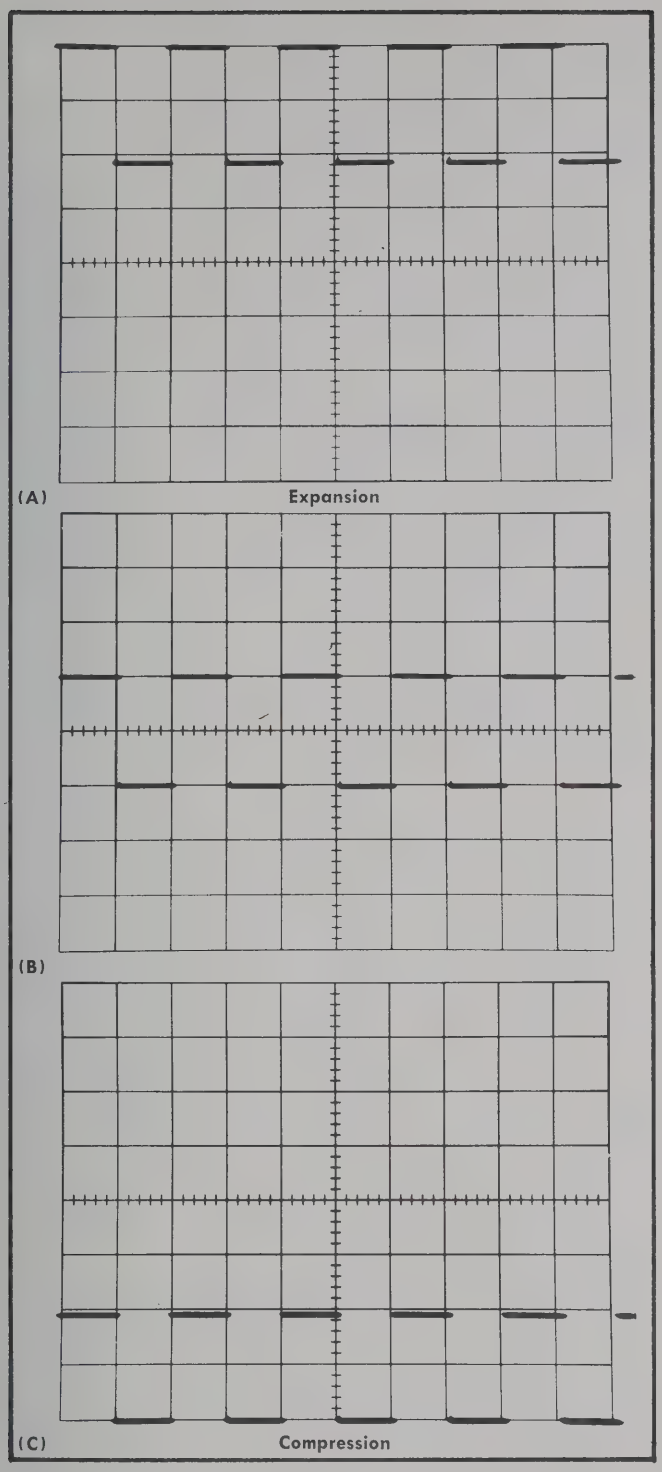

Fig. 5-4. Typical CRT display showing acceptable compression and expansion. Waveform (A) shows expansion; waveform (C) shows compression.
e. CHECK—Compression or expansion not to exceed 0.2 division (see Fig. 5-4).
g. CHECK—Compression or expansion not to exxceed 0.2 division (see Fig. 5-4).
j. Set the Channel 2 VARIABLE VOLTS/DIV control for exactly two divisions of deflection (see Fig. 5-4).
l. CHECK—Compression or expansion not to exceed 0.2 division (see Fig. 5-4).
n. CHECK—Compression or expansion not to exceed 0.2 division (see Fig. 5-4).